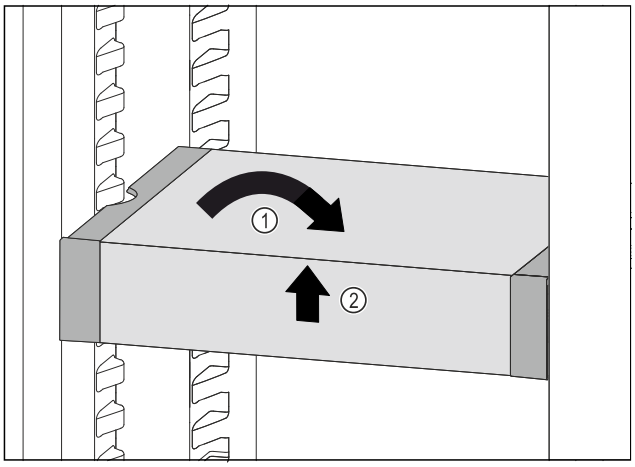

Fig. 144
▶ Set VarioSafe straight. *Fig. 144 (1)*
▶ Lift VarioSafe at the front. *Fig. 144 (2)*